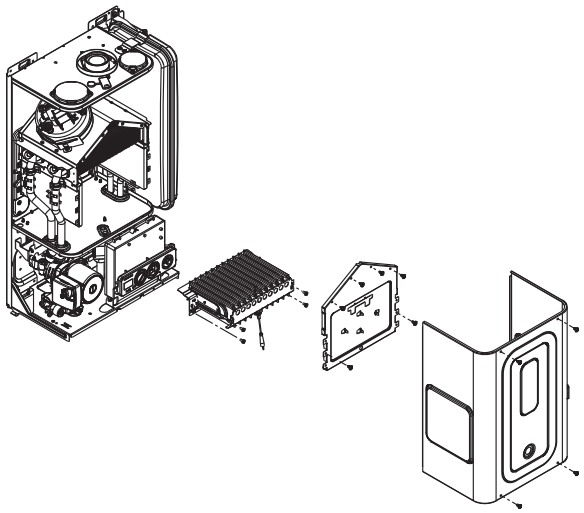

рис. 4.7
- Снимите в следующей последовательности: облицовку, крышку воздухозаборной камеры и крышку камеры сгорания (рис. 4.7)